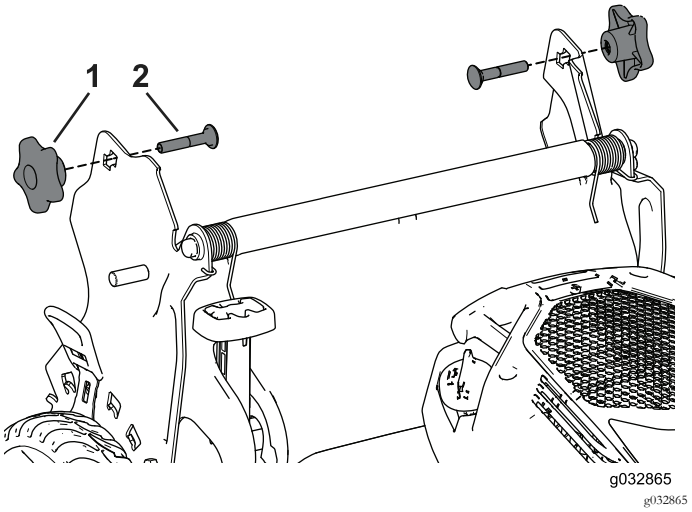

Bild 31
3. Führen Sie die Schlossschraube (mit dem Schraubenkopf nach innen zeigend) durch die Griffhalterung und das obere Loch des Griffendes. Stellen Sie sicher, dass jede eckige Schlossschraube richtig in der dazugehörigen oberen oder unteren viereckigen Öffnung ihrer jeweiligen Griffhalterung sitzt(Bild 31).